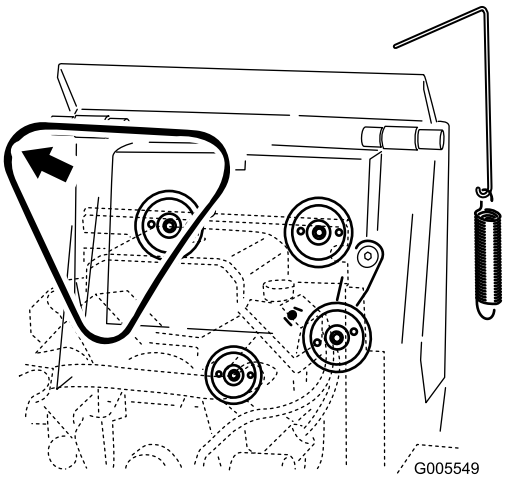

Figur 48
5. Ta bort remmen från de tre remskivorna (Figur 48).